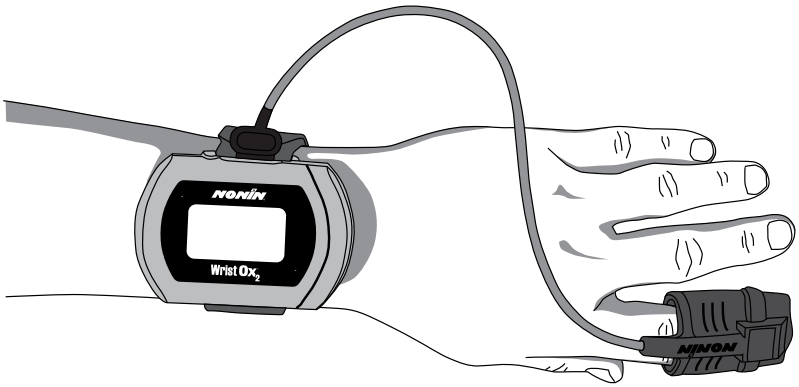

Afbeelding 19: Sensor op de patiënt aanbrengen
7. Breng de sensor aan bij de patiënt (Afbeelding 19). Raadpleeg de gebruiksaanwijzing van de betreffende sensor voor meer informatie over de juiste aanbrengplekken, en waarschuwingen en voorzorgsmaatregelen voor het aanbrengen van sensoren.